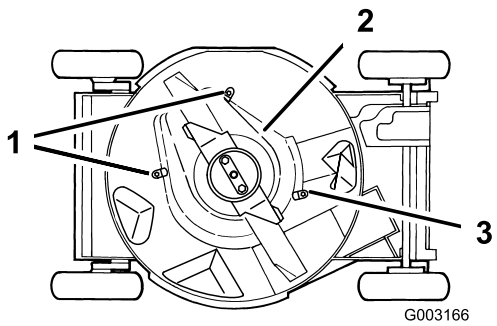

Rysunek 40
6. Poluzuj klamry mocujące osłonę sprzęgła odłączającego ostrze do podwozia kosiarki, luzując nakrętki lub śruby na klamrach (Rysunek 40). Obróć klamry o 180°, aby nie przeszkadzały.